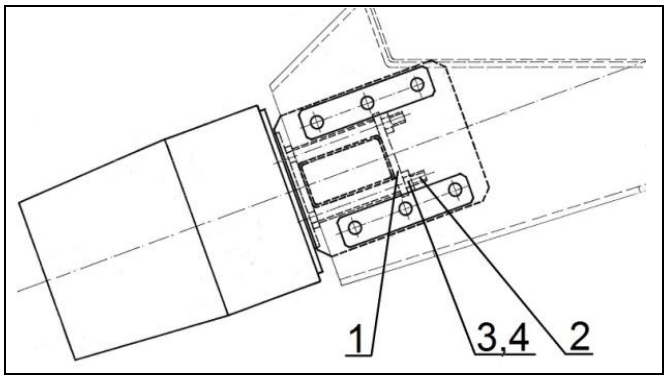

Bild 3
1. Gewindebolzen (Pos. 2 - Bild 3) in den Sattelhalter des Magnetvibrators einschrauben. Bei ATEX-Ausführung zusätzlich eindichten!
3. Platte (Pos. 1 - Bild 3) und Scheiben (Pos. 3 - Bild 3) aufschieben und mit Muttern (Pos. 4 - Bild 3) verschrauben. Anziehdrehmoment siehe Tabelle 2.